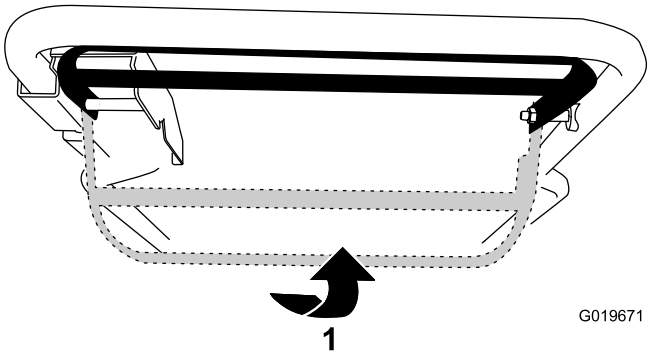

Figura 16
- Para engranar el sistema de autopropulsión sin activar las cuchillas, levante la barra de control hasta el manillar (Figura 16).
- Para engranar la transmisión autopropulsada y activar las cuchillas, mueva la barra de control a la derecha hasta que haga tope y levántela hasta el manillar (Figura 16).